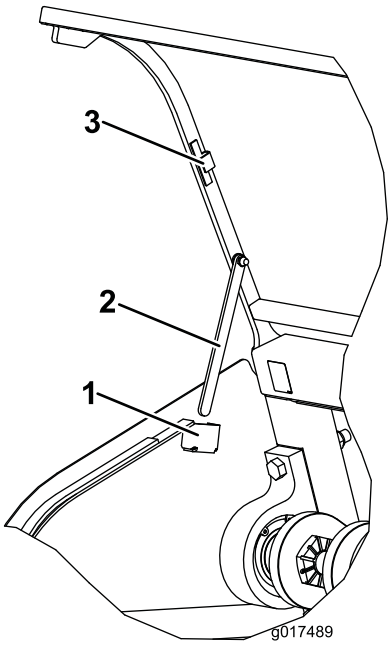

Figur 33
3. Fäll ned stöttorna från de magnetiska förvaringsfästena och infoga dem i sina fästen på bägge sidor av huven (Figur 33).